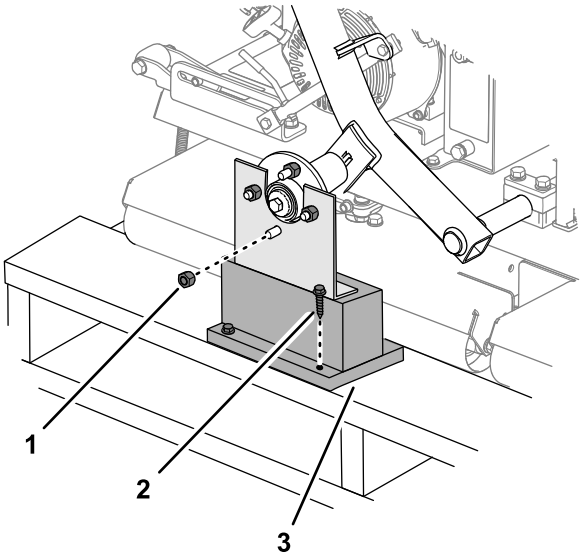

**Figur 3**
1. Avlägsna hjulmuttrarna som fäster hjulnaven på transportfästet (Figur 3).
2. Avlägsna den andra hjulmuttern som sitter fastgängad på hjulnavstappen (Figur 3).
3. Avlägsna de franska skruvarna som fäster transportfästena på pallen och avlägsna fästet (Figur 3).